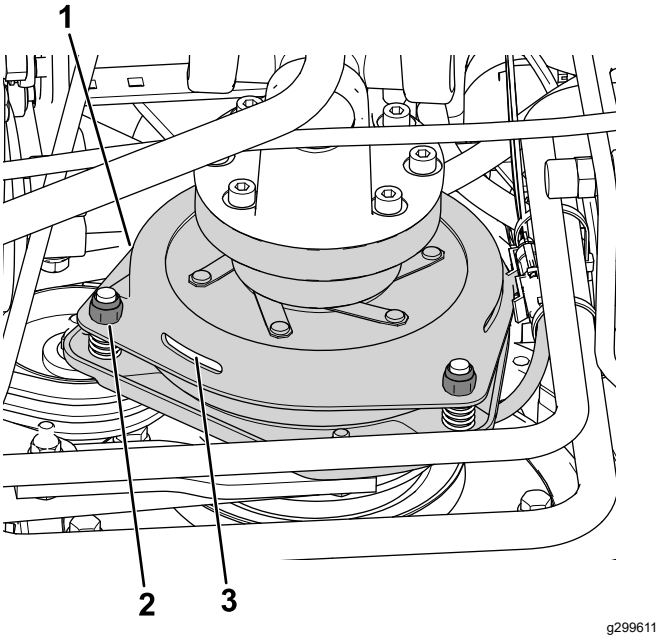

Figuur 76
3. Stel de elektrodenafstand zodanig in dat u een lichte druk voelt als u een voelermaat van 0,3 mm tussen de koppelingsvoering en de frictieplaat schuift (Figuur 76).
Opmerking: U kunt de afstand verkleinen door de stelmoeren rechtsom te draaien (Figuur 76). De maximale elektrodenafstand is 0,6 mm. Stel de 3 elektrodenafstanden in op 0,4 mm.